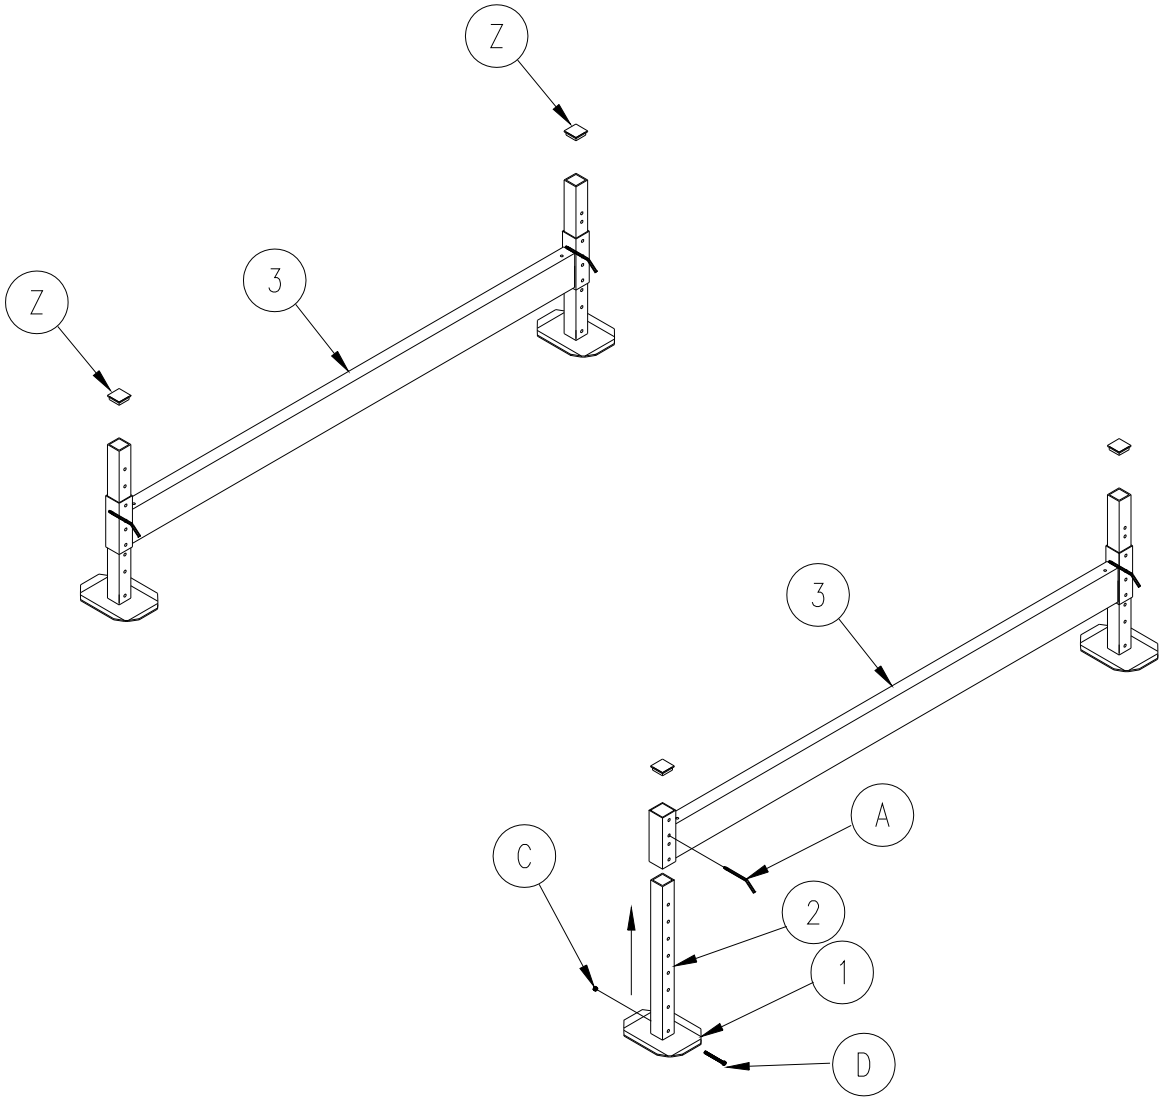

Figure 3-1.
1. **Refer to Figure 3-1.** Fasten foot plate (1) to extension leg (2) using hardware (C) and (D).
2. Insert foot plate and extension leg assembly into leg assembly (3). Insert leg pin and clip (A) to secure.
3. Install the four plastic cap plugs (Z) onto ends of the extension legs.